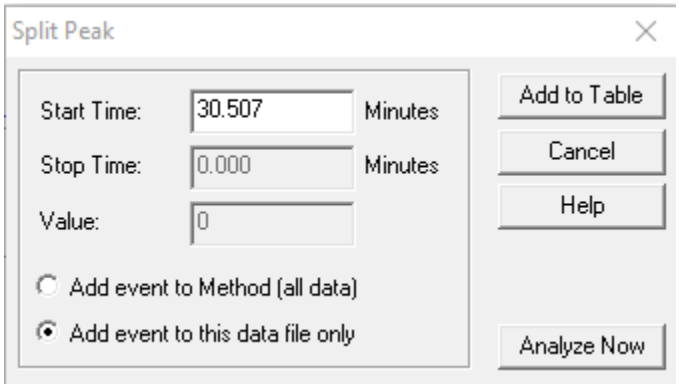

Figure 8. Example Integration Correction Dialog Box
When an integration correction is made, a dialog box will appear confirming the retention time location of the correction and presenting several options (See **Figure 8**).
- Perform the necessary corrections utilizing the tools outlined in Section 4.4. When the dialog box in **Figure 8** appears after a correction is made, select the radio button for "Add event to Method (all data)" before clicking "Analyze Now". Another dialog box may appear confirming the method change and if it should be saved; click "Yes" to ensure the correction is performed. If a method audit trail window pops up, add sufficient reason for adjusting the method.